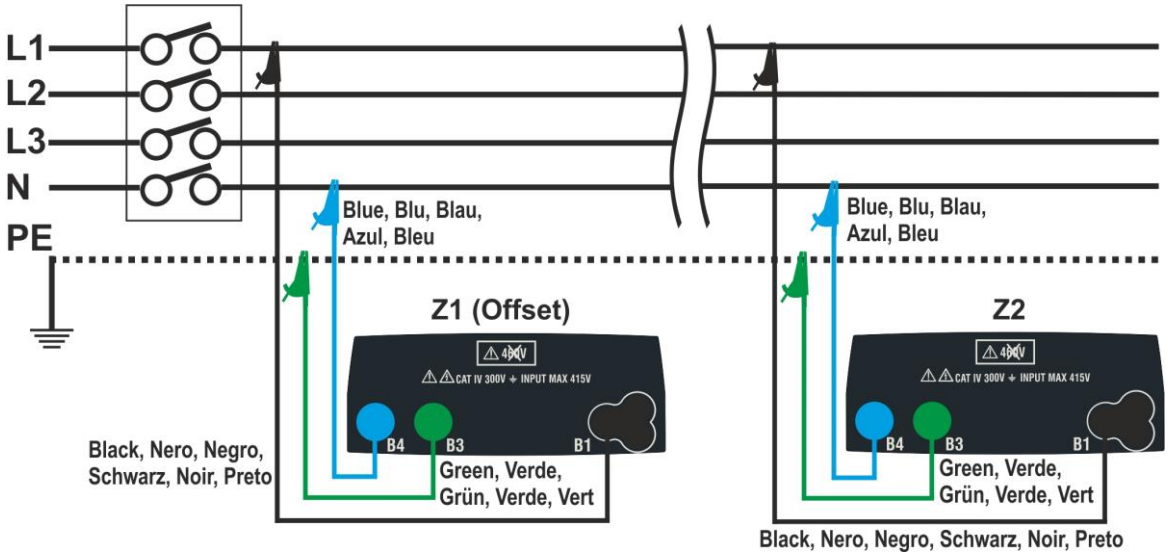
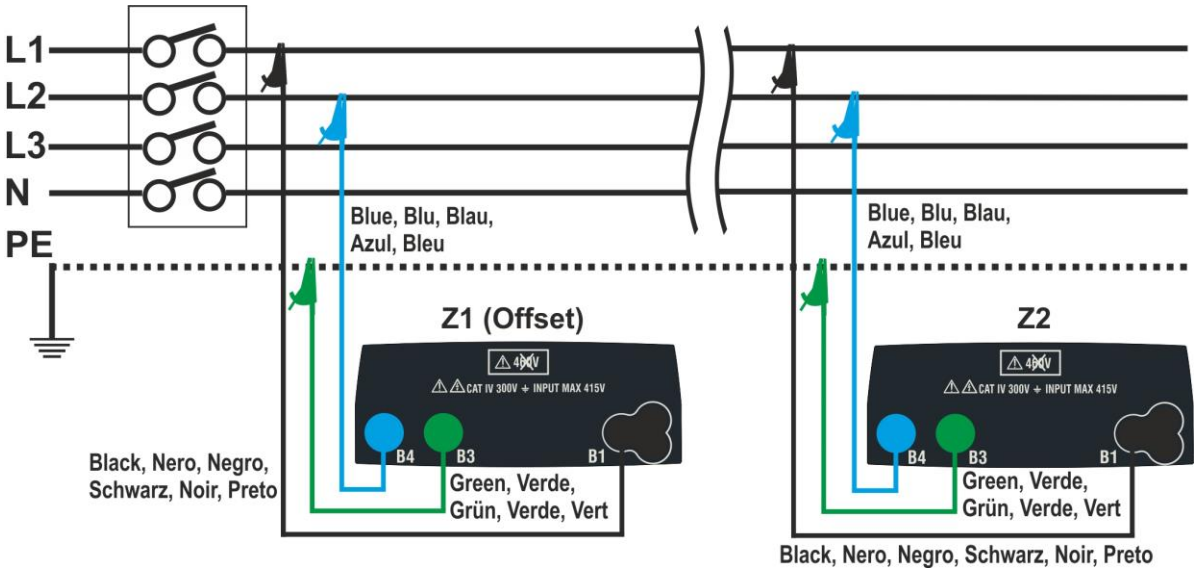

Fig. 37: Conexión del instrumento para la medida de la caída de tensión modo L-N
Fig. 38: Conexión del instrumento para la medida de la caída de tensión modo L-L
4. Conecte el instrumento en el punto inicial de la instalación en pruebas (habitualmente aguas debajo de las protecciones) según la Fig. 37 o Fig. 38 para realizar la primera medida de impedancia **Z1 (Offset)**. En este caso el instrumento medirá la impedancia aguas arriba del punto inicial de la instalación en pruebas tomándolo como punto inicial. La siguiente pantalla (referida a la medida L-L) aparece en el visualizador
7. Conecte el instrumento en el punto final de la instalación en pruebas según Fig. 37 o Fig. 38 para medir la impedancia **Z2** al final de la línea. Note que se muestra el valor previo medido Z1 (Offset)